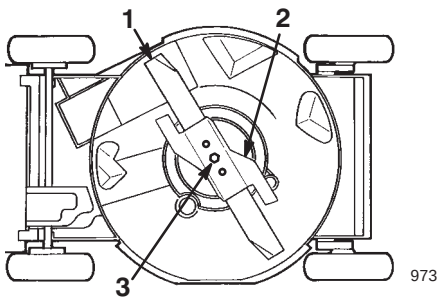

Figur 30
4. Tippa gräsklipparen åt **vänster** (luftfiltret uppåt) (figur 30).